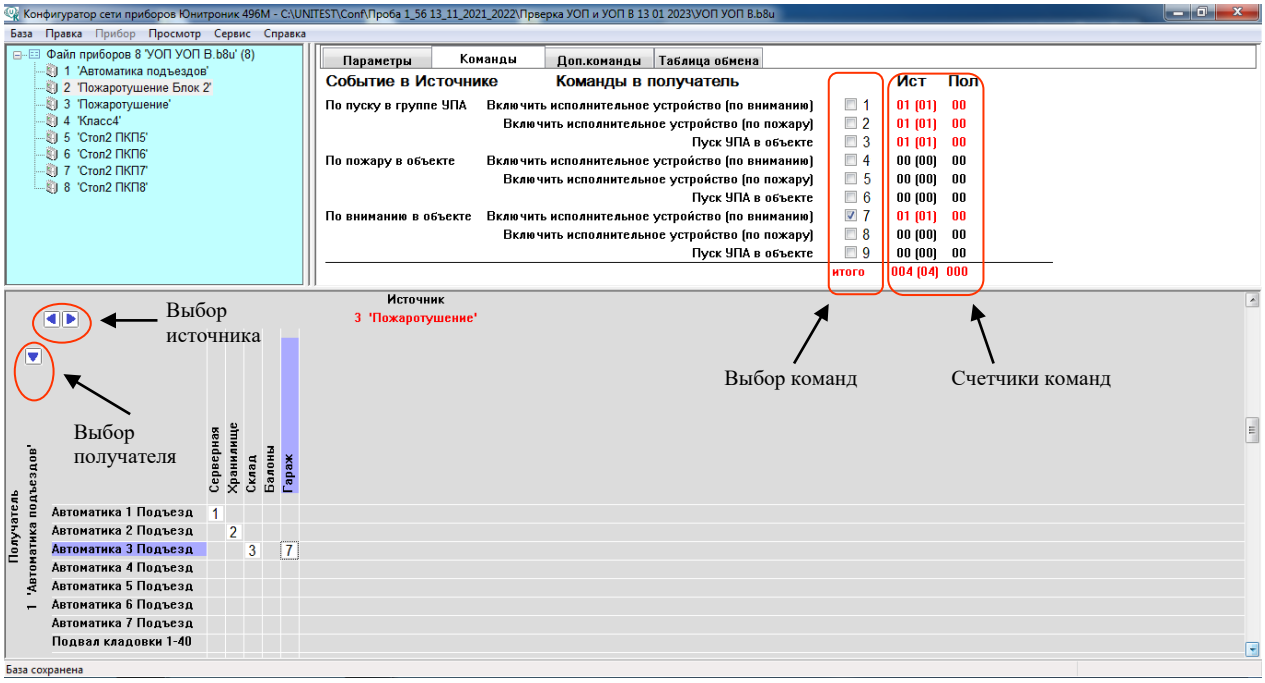

Рис.8. Формирование ТМС.
3.5. После загрузки или создания базы данных всей сети можно приступить к формированию ТМС, расположенной в нижней части экрана закладки «Команды», как показано на рис.8. Для этого необходимо с помощью стрелок «Выбор источника» и «Выбор получателя» выбрать АПКП-источник и АПКП-получатель, выбрать одну из девяти команд в правой верхней части экрана, отметив ее галочкой, и затем выбрать связанные объекты двух АПКП, указав соответствующее перекрестие в таблице.
Как показано на рис.8, АПКП-источник формирует команды по следующим своим событиям: «По пуску УПА», «По пожару в объекте», «По вниманию в объекте», а АПКП-получатель по этим командам осуществляет пуск УПА в заданном объекте либо включает в заданном объекте управляющие модули, запрограммированные на срабатывание по событию «Внимание» или «Пожар». При выборе команды ее номер появляется в перекрестии. Для каждой пары связанных объектов допускается установка не более одной команды.
3.7. На рис.8 приведен пример, в котором «Источник» - это АПКП с адресом 2 и именем «Пожаротушение», а «Получатель» - АПКП с адресом 1 и именем «Этажи 11-20». Рассматривая отмеченные пересечения строк и столбцов в ТМС, можно видеть связанные объекты, а также события в источнике и команды, выполняемые получателем.
3.8. Для контроля в верхней части экрана, как показано на рис.8, приведены счетчики коли-
Так, например, на рис.8 записи первой строки (для команд типа «1») говорят о том, что к АПКП-получателю №1 под именем «Этажи 11-20» могут быть направлены команды этого типа от 78 Объектов в различных АПКП-источниках, в том числе две команды от текущего АПКП-источника №2 под именем «Пожаротушение». В ТМС АПКП-источника №2 содержатся 2 записи команд в адрес АПКП-получателя №1, и других команд этого типа ТМС не содержит.